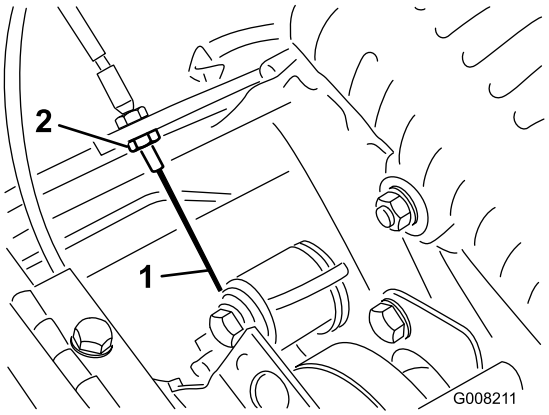

Figur 36
3. Öka kabelspänningen genom att lossa kabelns främre kontramutter och dra åt dess bakre kontramutter (Figur 36) tills en kraft på 3,2 till 4,1 kg krävs för att koppla in hjuldrivningen. Mät kraften vid reglageknoppen.